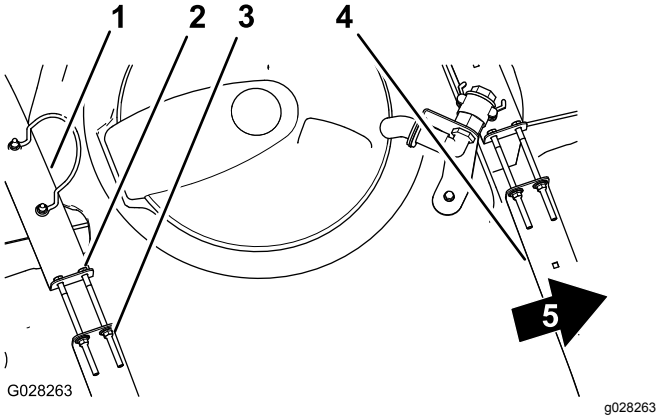

Figur 21
2. Sjekk om det er bevegelse mellom tankstroppene og tanken (Figur 21).
3. Hvis tankstroppene er løse, strammer du flenselåsemutterne og boltene øverst på stroppene til de er plan med tanken (Figur 21).